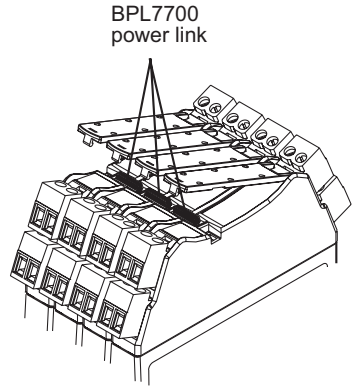

Figure 13: Power link insallation
Install the power links as follows (figure 13):
d) Lift the tag holders to gain access to the power link connectors and insert the links (figure 13).